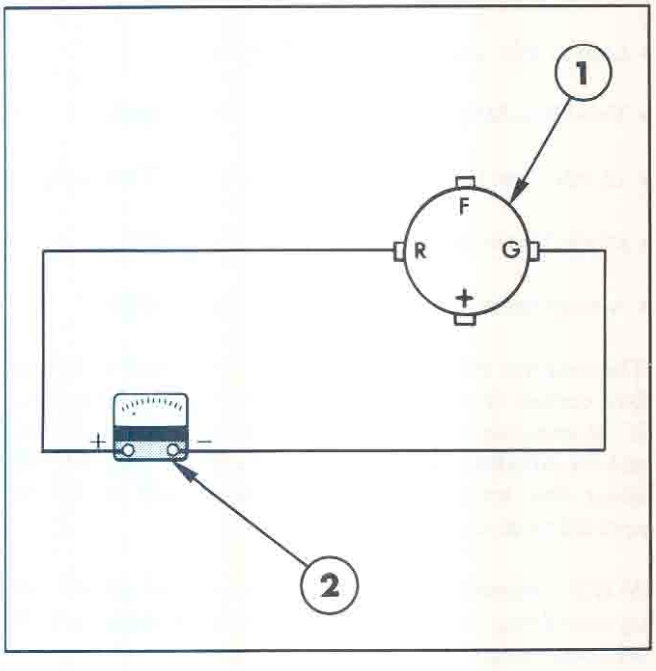

Figure 11
3. Move the positive voltmeter lead to the auxiliary terminal, Figure 11. The voltmeter should read zero volts. If the voltmeter continues to indicate battery voltage, either the isolation diode is shorted or the output lead is contacting the isolation diode heat sink, allowing battery current to bypass the isolation diode. Loosen the nut and re-position the output lead if necessary.